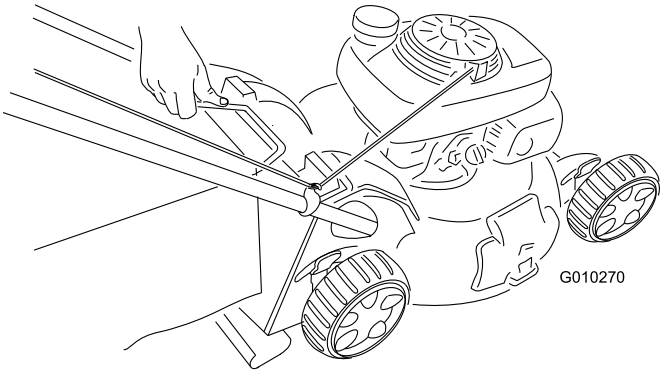

Figur 31
2. Løft græsposens håndtag ud af rillerne øverst på maskinen og fjern posen fra maskinen (Figur 31).